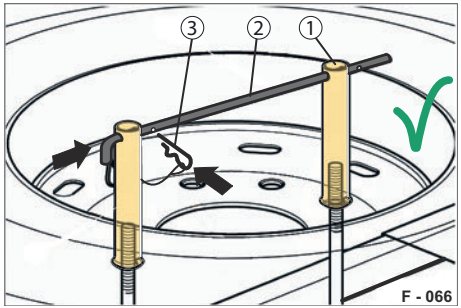

Abb. 87 Reserverad gesichert
- ▶ Schrauben Sie die Rohrmuttern (Abb. 87/1) auf die Hakenschrauben.
- ▶ Ziehen Sie die Rohrmutter mit dem Querstab (Abb. 87/1) als Hebel fest. Beachten Sie die Drehmoment-Kraftangabe auf der Sicherungslasche (max. 80 Nm).
- ▶ Stecken Sie den Querstab (Abb. 87/2) durch beide Rohrmuttern (Abb. 87/1).
- ▶ Stecker Sie den Federstecker (Abb. 87/3) durch die vordere Bohrung auf dem Querstab.